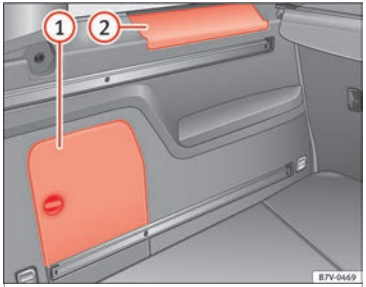

Fig. 187 In the luggage compartment: Side storage compartment
There are other compartments ››› Fig. 187 (1) and (2) in the side of the boot. To open the compartment (1), turn the catch clockwise. To open the compartment (2), lift the cover. Compartment (1) houses the factory fitted **CD changer**. The compartment lid (1) can safely store the tray support covers.